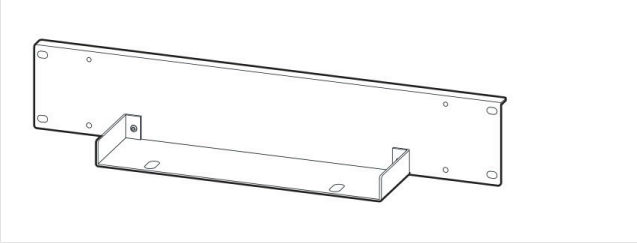
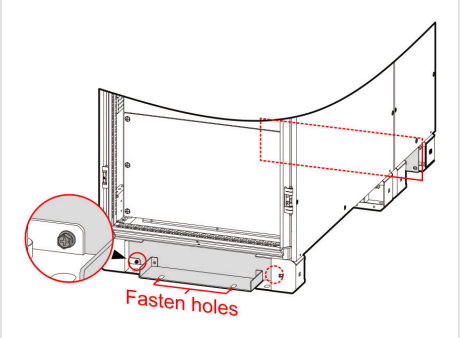

FIGURA 3-19 Elemento di fissaggio inferiore
FIGURA 3-20 Posizione dell'elemento di fissaggio inferiore (fori di fissaggio cerchiati)
3. Per un pavimento flottante da data center montate l'elemento di fissaggio inferiore (Figura 3-19) sotto il telaio (Figura 3-20).